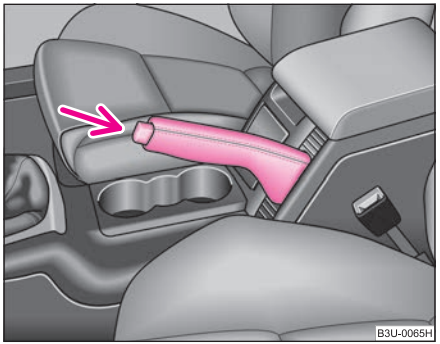

Fig. 118 Centre console: Handbrake
– Pull the handbrake lever up slightly **and at the same time** press in the locking button ⇒ fig. 118.